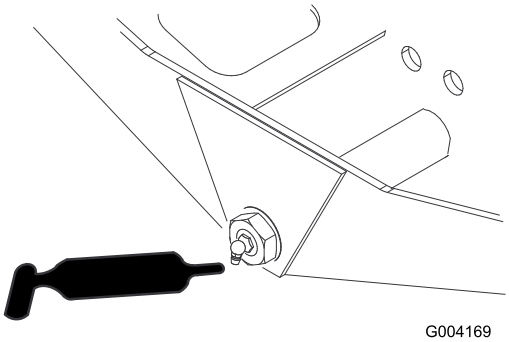

Figura 49
- Pivote de dirección del eje (1) (Figura 49)